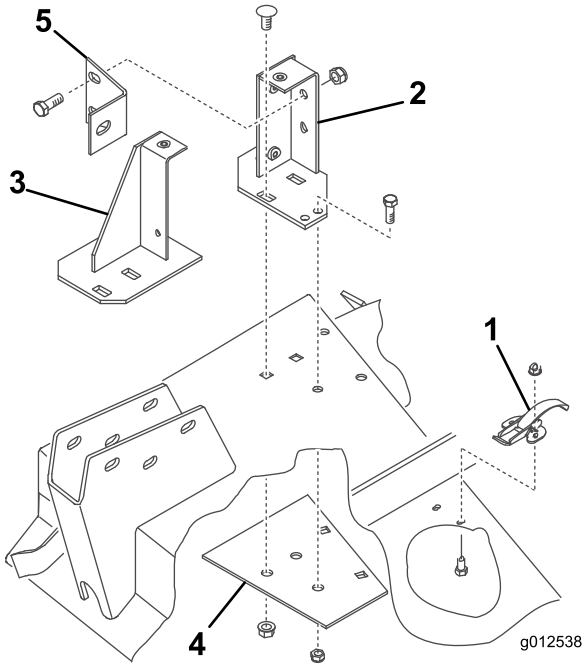

Figura 9
1. Rimuovete i dispositivi di fissaggio che fissano il fermo della molla del coperchio del piatto di taglio di destra al lato destro del piatto di taglio (Figura 9). Rimuovete e conservate il fermo per uso futuro con il coperchio di destra.
2. Posizionate il soffiatore e le staffe di montaggio sul piatto di taglio, allineando i fori di montaggio con i fori precedentemente utilizzati per il montaggio del deflettore dell'erba. La Figura 9 è illustrata con il soffiatore rimosso dalle staffe. Assicuratevi che non vi sia spazio tra il soffiatore e il piatto di taglio.
3. Posizionate la nuova piastra di rinforzo sotto il piatto di taglio, allineando i fori di montaggio con i fori precedentemente utilizzati per il montaggio del deflettore dell'erba (Figura 9).
4. Montate le staffe anteriore e posteriore e la piastra di rinforzo sul piatto di taglio con 2 bulloni a testa tonda precedentemente rimossi (3/8-16 x 7/8 poll.) e dadi flangiati per ciascuna (Figura 9). Le teste dei bulloni devono trovarsi sulla parte superiore del piatto di taglio.
7. Fissate le staffe e la piastra di rinforzo al piatto di taglio con bulloni (5/16-18 x 3/4 poll.) e dadi di bloccaggio (Figura 9). Le teste dei bulloni devono trovarsi sulla parte superiore del piatto di taglio.
8. Montate il supporto di ancoraggio del soffiatore sulla staffa di fissaggio posteriore con 2 bulloni (3/8-16 x 1 poll.) e dadi di bloccaggio (Figura 9) e il braccio orientabile con un bullone (3/8 x 1 poll.).